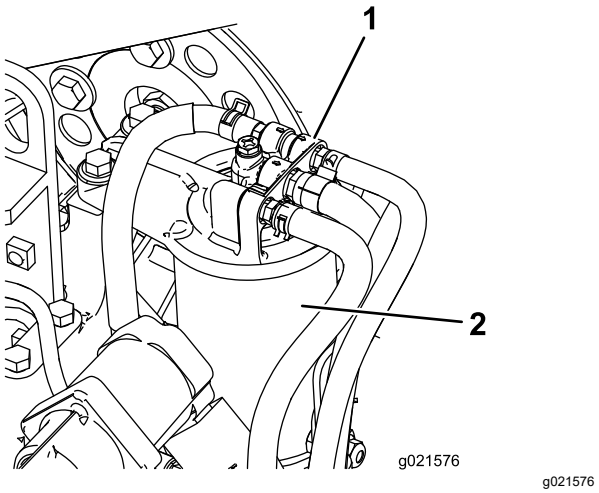

**Figuur 75**
1. Reinig de omgeving van de plaats waar het filter wordt gemonteerd (Figuur 75).
2. Verwijder het filter en reinig het filterkopplaatsingsoppervlak (Figuur 75).